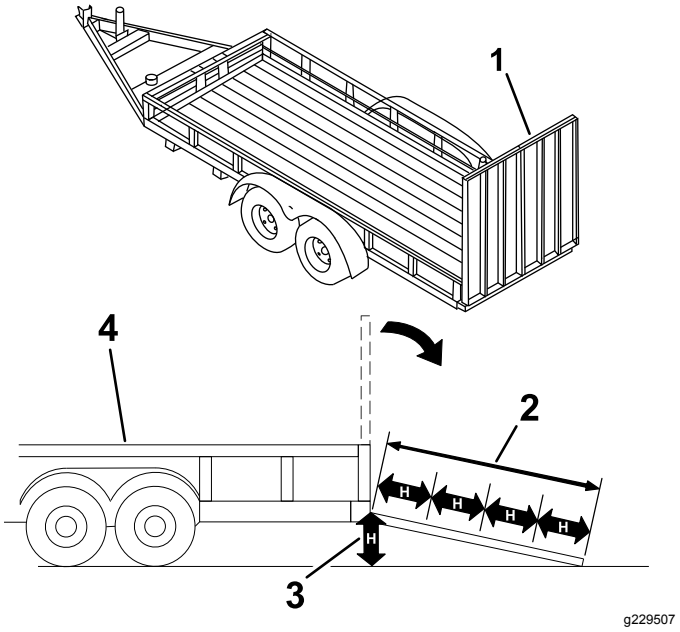

Figuur 27
Als een machine wordt geladen op een aanhanger of een vrachtwagen, wordt de kans vergroot dat de machine kantelt. Dit kan ernstig lichamelijk letsel of de dood veroorzaken (Figuur 27).
3. Breng de oprijplaat naar beneden (Figuur 27).